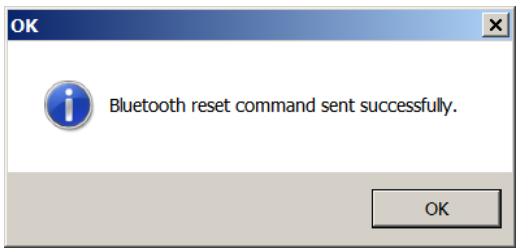

Figure 4-38 Bluetooth Reset Command Sent Confirmation Screen
2. Select "Reset Control Bluetooth Module". TapTalk will respond with a "Bluetooth Reset Command Sent Successfully" confirmation screen (Figure 4-38).